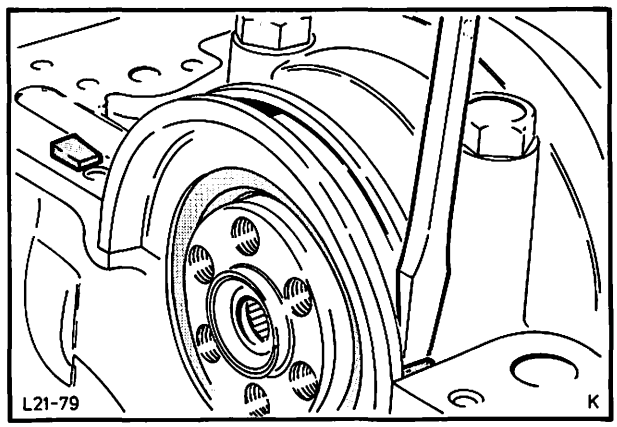

Abb. 111 Dichtkeile hinterer Hauptlagerdeckel mit einem stumpfen Schraubenzieher montieren
38. Dichtkeile des hinteren Hauptlagerdeckels, Abb. 111, mit Dichtmasse (Teil-Nr. A 70SX-19554-BA) bestreichen und mit einem **stumpfen** Schraubenzieher eintreiben. (Die runde Seite des Dichtkeiles ist mit einer roten Farbkennzeichnung markiert und muß bei der Montage zum Lagerdeckel zeigen.)